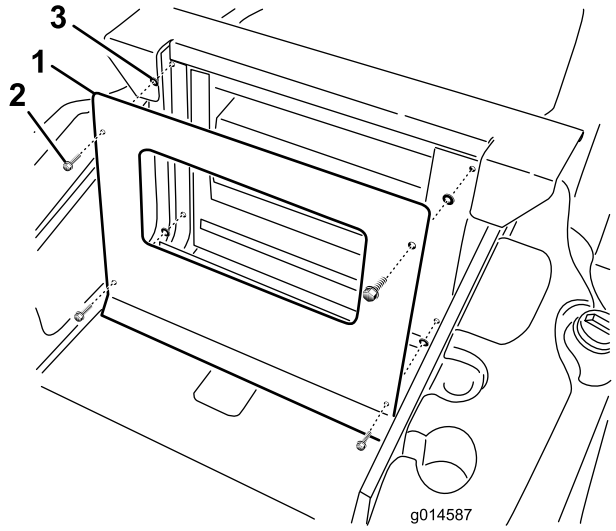

Figuur 8
1. Verwijder de (4) bouten waarmee het brandschot aan het frame is bevestigd (Figuur 8).